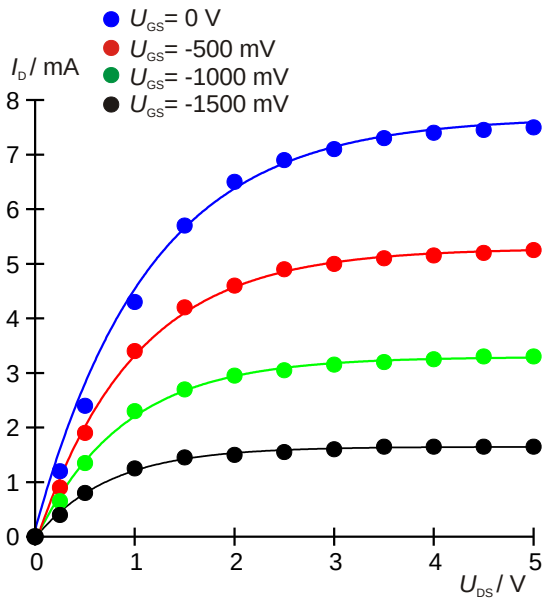

Fig. 5: Caractéristiques du transistor à effet de champ pour différentes tensions Gate.
- Représentez les valeurs de mesure pour les différentes tensions Gate sous forme graphique dans un diagramme I_D-U_{DS} (Fig. 5)